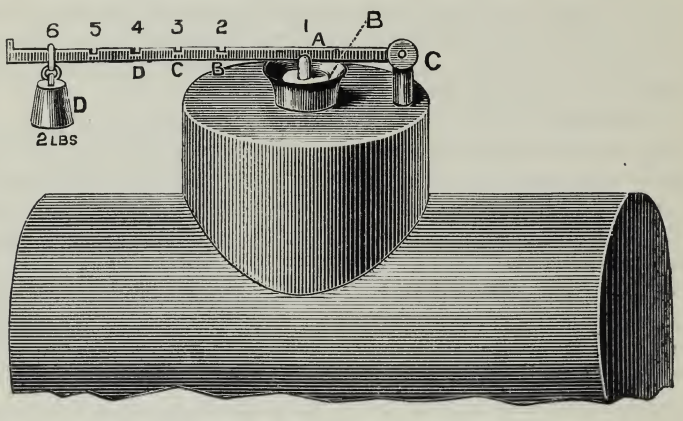
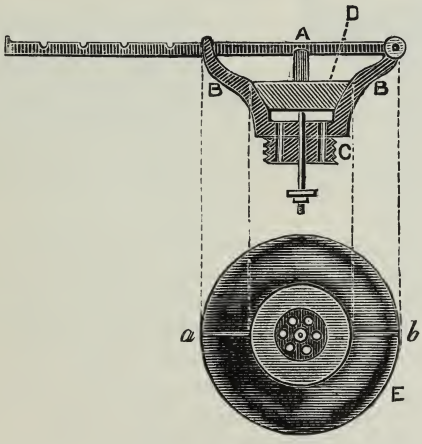
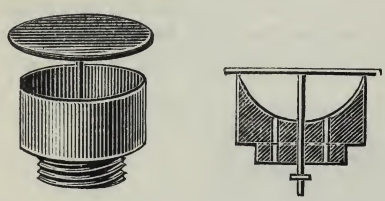

Fig. 76.—Flat Topped Steam Dome, with Lever Safety Valve.
FIG. 77.—SECTIONAL DRAWING OF SAFETY VALVE.
FIG. 78.—FORM OF SAFETY VALVE.
In Fig. 76, p. 170, a flat-topped steam dome filed out and fitted is represented as carrying a lever safety-valve. This essential of a steam boiler, if safe working is to be guaranteed, consists of a short hollow plug screwed or soldered into the top of the boiler and turned truly in the hollowed part to a conical form, to carry a valve or plug by which it is closed steam tight. This plug is so placed as to be held down in its seat by a lever carrying an adjustable weight, by which the pressure upon it can be accurately regulated. The valve and its seat must be turned to a blunt cone, because otherwise it is sure to stick fast, and this may cause a dangerous explosion. I will presently show one or
A safety valve may be made with or without a spindle to guide it in its ascent. In a small model such spindle would be omitted. It has a certain advantage, however, irrespective of acting as a guide, inasmuch as it prevents the valve from falling off and getting lost. In the illustrations, Fig. 77 (A) is a sectional drawing of a safety valve, Fig. 76 showing the perspective view of it with the plug and lever. A bit of brass is turned to a neat cup form (B), and the bottom, which
Fig. 76 shows another neat form. Here the brass is turned flat on the top with a milled edge, and a conical valve seat is made. The lever is pivoted in a short turned pillar screwed into the flat top of the piece. Fig. 78 is another pattern. In this case the brass is turned out like a small box, with a sharp edge, which must be very true. The valve is a flat disc, with a spindle to guide it, and it lies flat on the edge of its seat; a disc of vulcanised rubber may be cut out and attached under this valve, as in those of similar form, so much used in water cisterns.
In all cases where spindles are used they should be of copper or brass wire, preferably copper wire, which will not rust. Copper wire can be made straight as a needle by putting one end in the vice, and then pulling till it is felt to stretch slightly. This will take out every sign of coil or irregularity. A needle will do, however, or steel wire if the valve is lifted out and the spindle wiped after and before use, but it may give trouble, and it is easy to get copper wire or brass. It may be as well to state, in order to facilitate a knowledge of the pressure actually tending to burst a boiler, that in the case of a lever safety valve the pressure equals the weight suspended multiplied by its distance from the fulcrum. If Fig. 76 represents such a lever with weight of 2lb., C, the fulcrum, and A, the position of the valve, the distance of the latter from the fulcrum originating the scale of distances on the lever, the pressure will be 2lb. with the weight at 4lb. at B, 6lb. at C, and 8lb. at D. If the valve is of an inch area, these numbers would represent the pressure in pounds per inch. If, as suggested, the valve is ¼in. area, these pressures, multiplied by four, will give the pressure per inch. It is not very likely in practice that a 2lb. or 1lb. weight would be used on so small a boiler.